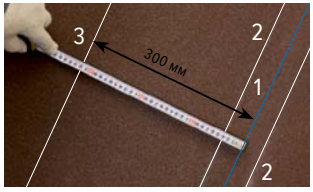

Рис. 40
1. Линия установки вертикального гонта (Рис. 40 — 2)*. От центральной оси ендовы (Рис. 40 — 1) отступаем по 40 мм в обе стороны.
2. Линия фиксации вертикального гонта (Рис. 40 — 3) гибкой черепицы на расстоянии не менее 300 мм от оси ендовы.